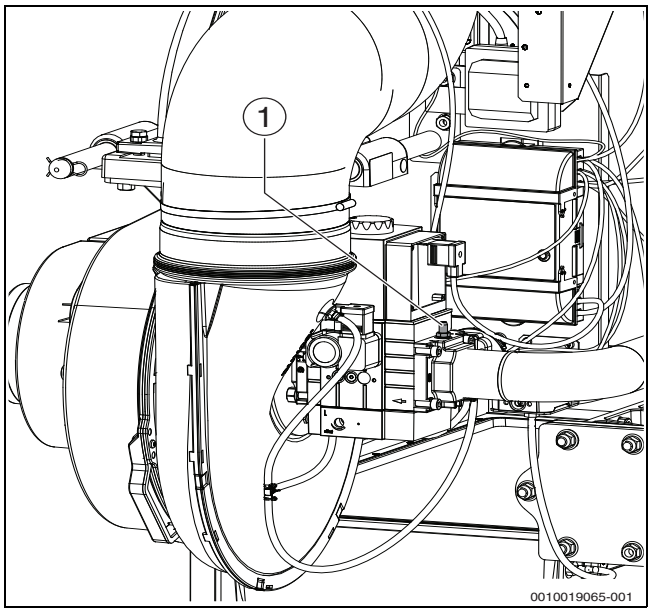

Bild 22 Gasleitung entlüften
- ▶ Verschlussschraube des Prüfnippels (→ Bild 22, [1], Seite 24) für den Gas-Anschlussdruck und Entlüftung um 2 Umdrehungen lösen.